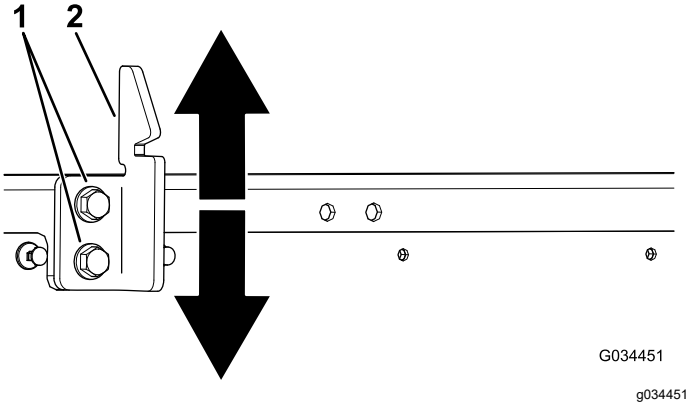

Figur 55
3. Løsne de to boltene på lasteplanets låsesperre, og flytt sperren opp eller ned, avhengig av om sperren er for høy eller for lav (Figur 55).
4. Stram de to boltene på planets låsesperrer (Figur 55).